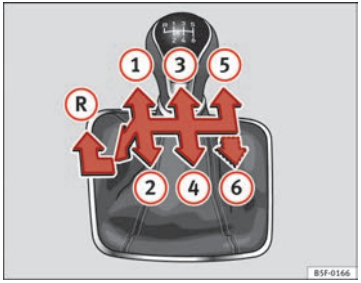

Fig. 93 Gear shift pattern of a 5 or 6-speed manual gearbox
The position of each of the gears is shown on the gear stick ⇒ Fig. 93. ▶
- Move the gearbox lever completely to the left and then forwards to position it in reverse gear ⇒ Fig. 93 (R).